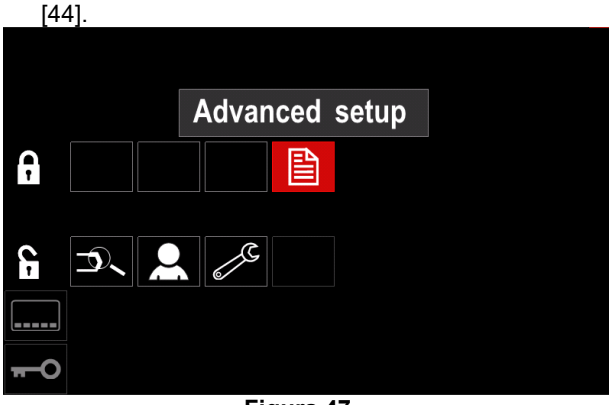

Figura 47.
- Apăsaţi butonul din dreapta [36]. Pictograma parametrului ales va dispărea din partea inferioară a afişajului (Figura 47). De asemenea, acest parametru dispare din bara cu parametri de sudare [44].